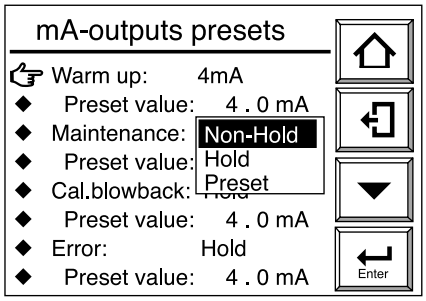

Figura 8.3
(2) Nel display di cui sopra, effettuare la selezione del display desiderato. La figura 8.3 mostra un esempio di selezione di Maintenance. Selezionare lo stato desiderato dell'uscita.
(3) Selezionando un preset valute, immettere il valore preimpostato di corrente dell'uscita. Selezionando il preset value immediatamente seguente a Maintenance, viene visualizzato il display di immissione dei dati numerici. Immettere il valore di corrente desiderato. Per impostare 10 mA, immettere 010 e premere il tasto [Enter] per terminare l'impostazione. I valori di corrente che possono essere impostati vanno da 2,4 a 21,6 mA.